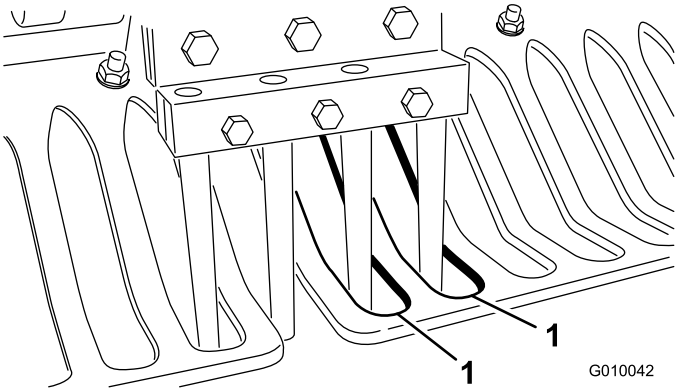

**Figur 27**
6. Kontroller at pipene står rett i forhold til midten på verneplatenes mellomrom (Figur 27). Juster verneplatene som nødvendig og stram til mutterne.